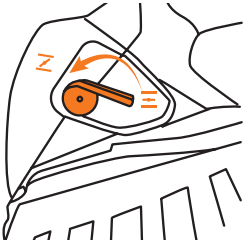

Рис. 10
- Переведите рычажок воздушной заслонки в вертикальное положение «закрыто» (значок), повернув его против часовой стрелки (Рис. 10) и нажмите несколько раз на топливный насос (праймер), для предварительной прокачки топлива (Рис. 11) прокачку производите до полной циркуляции топлива.